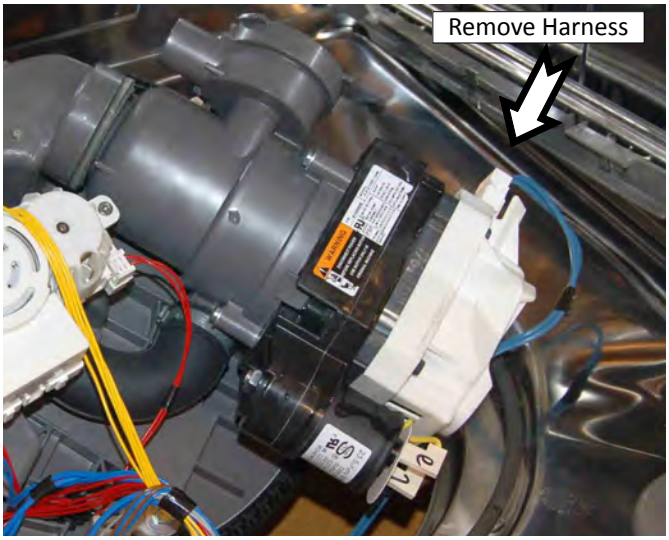

Figure 1
2. If not done already, disconnect the wash motor harness. (See figure 1.)